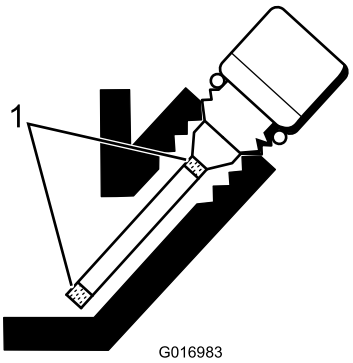

Figur 23
5. Hvis det er lite olje, tilsett kun nok olje til at nivået når opp mellom merkene på måleren (Figur 23).